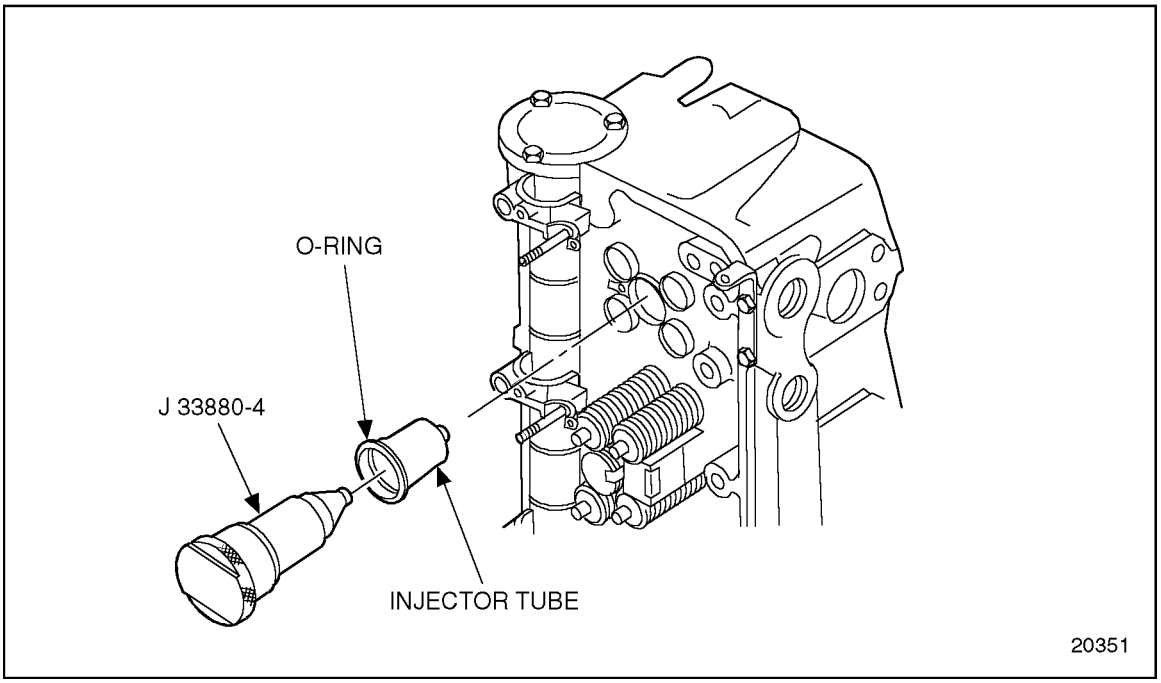

Figure 2-18 Installing O-ring and Injector Tube
1. Place the O-ring over the injector tube, sliding it up to the lip. See Figure 2-18.
2. Install the injector tube on J 33880-4. See Figure 2-18.